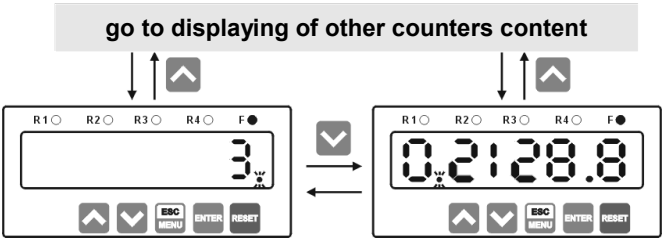

Figure 6.2. Selection between less and more significant half of the totalizer
To change displayed half, press **[v]** button. When more significant half is showed on the display, it's most right decimal point flashes. Described situation is showed in Figure 6.2:
In Figure 6.2 is showed situation, where totalizer value is equal to 302128.8. Most significant digit (3) must be displayed in more significant half, the rest of the digits can be displayed in less significant half. Because of totaliser's content must be displayed into two halves, zero on left side of less significant half is displayed, and most left decimal point flashes signalising that more significant half is available. Simultaneously right decimal point (between eights) lights constantly, indicating decimal point position.